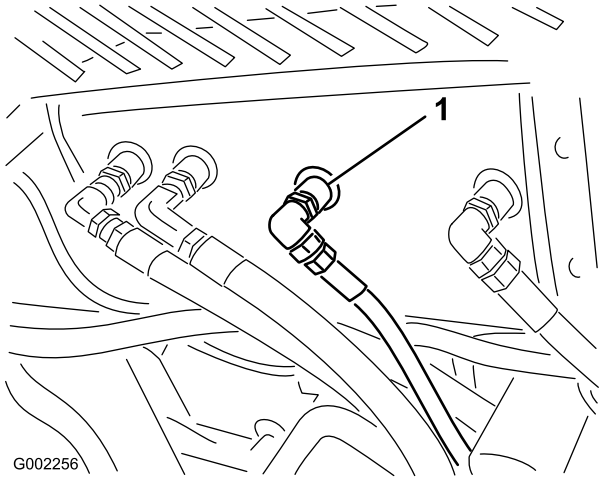

Figur 58
2. Rengjør området rundt en nippel for en hydraulisk slange nederst på den hydrauliske oljetanken (Figur 58).
4. Fjern slangenippelen fra tanken og la oljen renne ut i drensfatet (Figur 58).